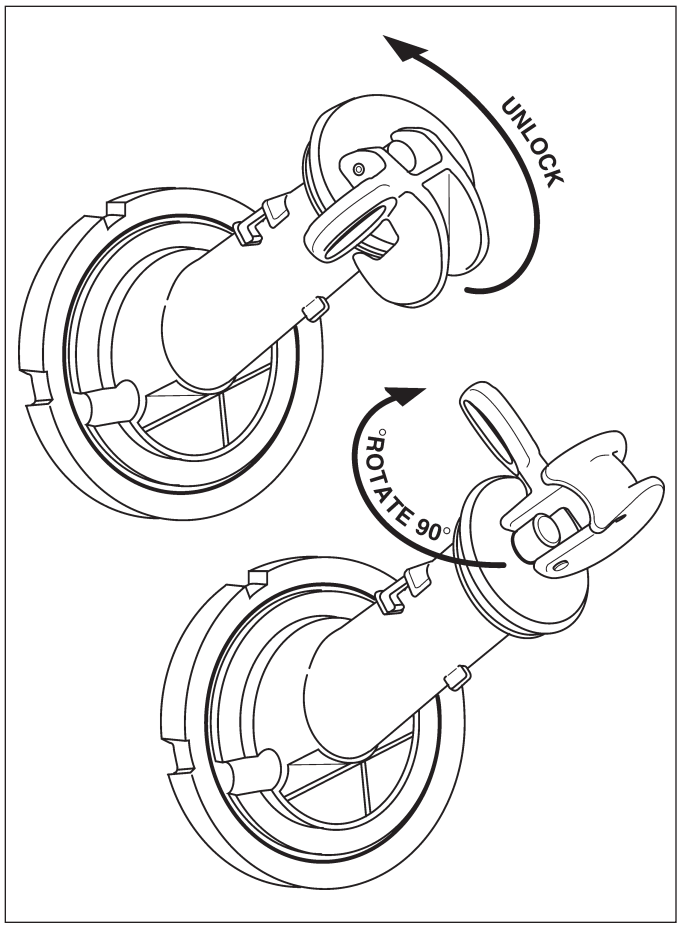

Figure 11.
3. Twist hotstick to unlock fuse holder (see Figure 11).
4. Turn fuse holder 90° in the Bay-O-Net housing to break seal between seal gasket and Bay-O-Net housing (see Figure 11).